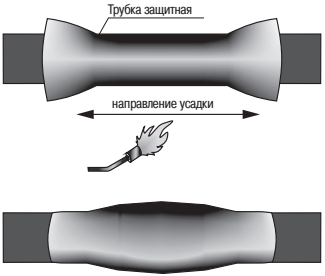

Рисунок 21
4.40 Надвинуть термоусаживаемую защитную трубку на муфту, расположив её симметрично относительно центра муфты, и усадить, начиная с середины, равномерно разогревая её в одну и другую сторону. После усадки по торцам трубки должен быть виден выступивший расплавленный клей (рисунок 21).